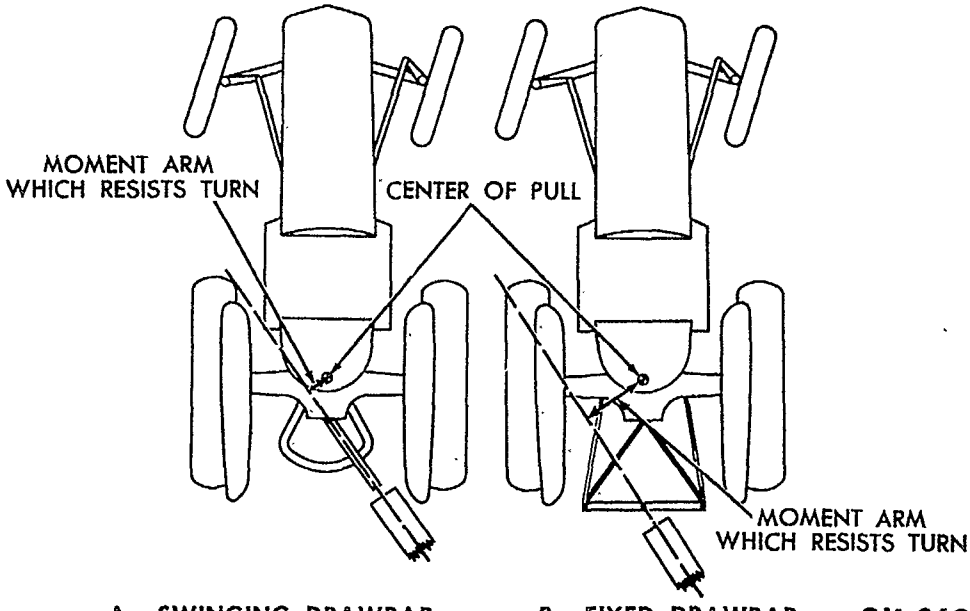

Fig. 19—Turning With a Drawbar Load
d. Swinging Drawbar. A swinging drawbar may be used on many drawbar loads. It is easier to turn the tractor when the swinging drawbar is used. This may be accomplished by reducing the moment arm (leverage) of the load force which is resisting the turning effort, as shown in fig. 19.